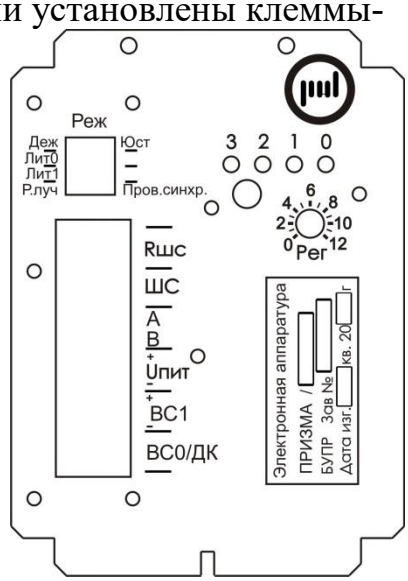

Рис. 6.6
6.3.2.1 Блок управления **БУПР** предназначен для подключения БПРМ. Выпускается в литом алюминиевом корпусе со съемной крышкой (см. рис. 6.5). БУПР входит в комплект поставки извещателя. Крепление крышки на корпусе осуществляется четырьмя винтами. Уплотнение крышки осуществляется с помощью резиновой прокладки. В нижней части корпуса размещены вилка разъема для подключения встроенного в БПРМ кабеля, гермоввод для кабеля связи с БП и ППК с зажимной гайкой для обеспечения крепления кабеля и уплотнения места ввода, ввод с резиновой втулкой и заглушкой для отдельного кабеля питания. Уплотнение кабеля в гермовводе обеспечивается сжатием резиновой прокладки при закручивании зажимной гайки. Внутри корпуса БУПР установлено шасси (см. рис. 6.6), которое крепится к корпусу тремя винтами. На обратной стороне шасси закреплён электронный модуль на основе печатной платы и плата коммутации. На плате коммутации установлены клеммы-зажимы, которые используются для установки контрольного резистора «Rшс», подключения кабеля связи с ППК, и кабеля (проводов) синхронизации, четыре движковых переключателя.